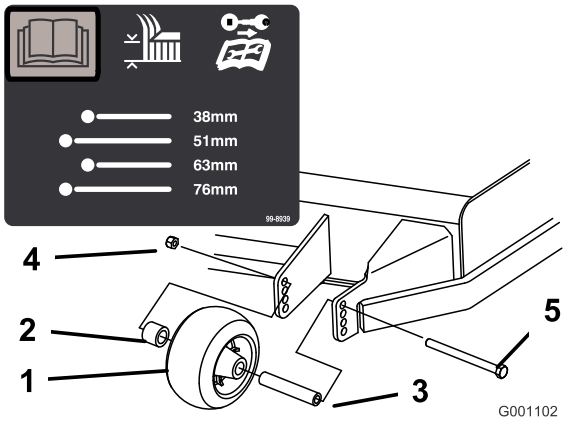
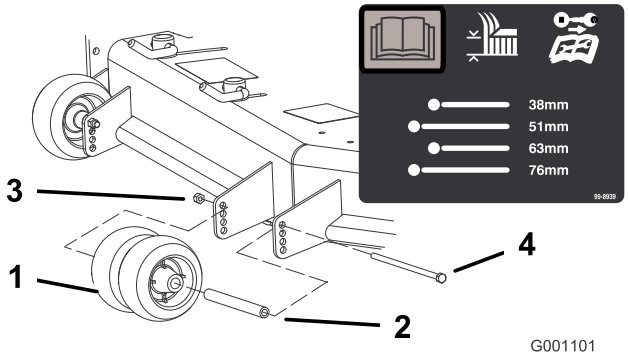
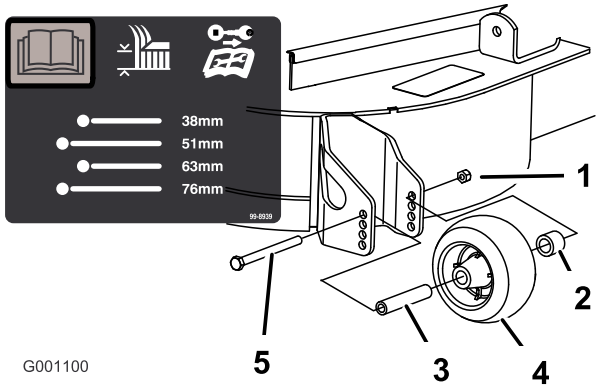

Rysunek 20
Rysunek 21
Rysunek 22
3. Po wyregulowaniu wysokości cięcia wyreguluj rolki, zdejmując nakrętkę kołnierzową, tuleję, przekładkę i śrubę (Rysunek 20 , Rysunek 21 i Rysunek 22).
Informacja: Dwie środkowe rolki nie będą miały przekładki (Rysunek 21).
5. Zamontuj nakrętkę kołnierzową, tuleję, przekładkę i śrubę. Dokręć momentem o wartości 54-61 Nm (Rysunek 20, Rysunek 21 i Rysunek 22).